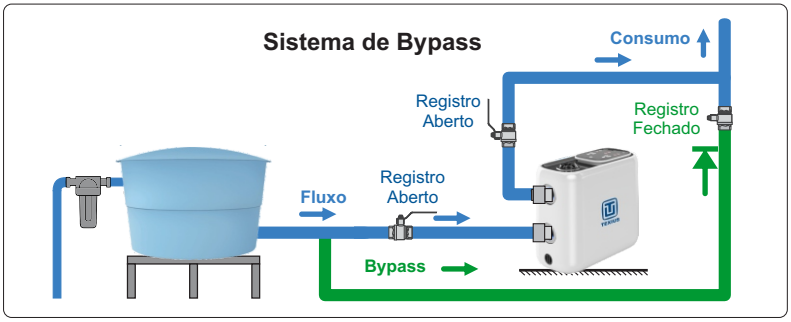

Figura 1 - Instalação em sistema de *Bypass*
8.9 Instale o pressurizador em sistema de Bypass conforme mostrado na figura 1.